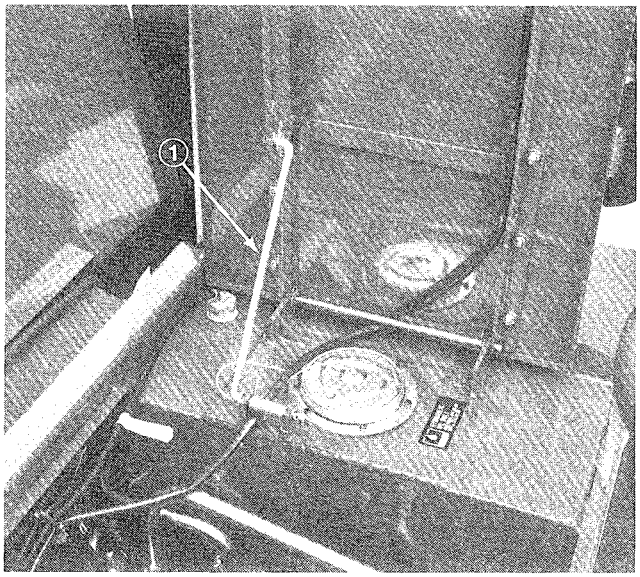
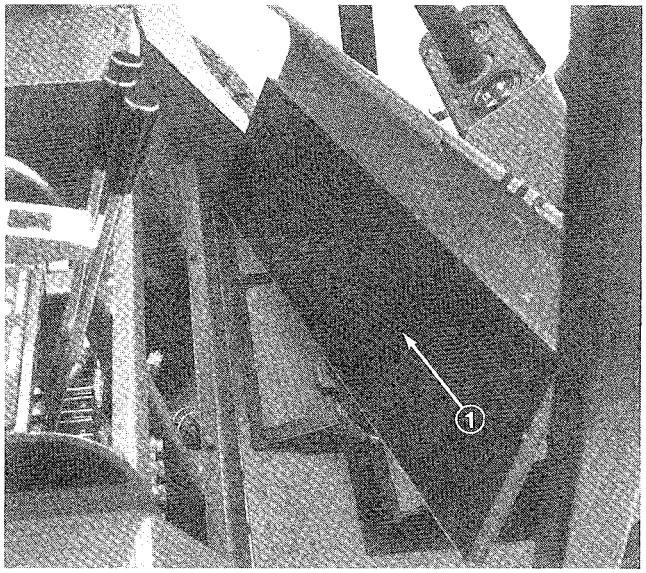

Figure 16
Figure 17
2. Raise seat and support it in upright position with seat support rod (Fig. 16).
3. Lift and remove front panel (Fig. 17).
5. Install front panel over mounting pins (Fig. 17). Lower seat to its normal position and secure with retainer clip (Fig. 16).